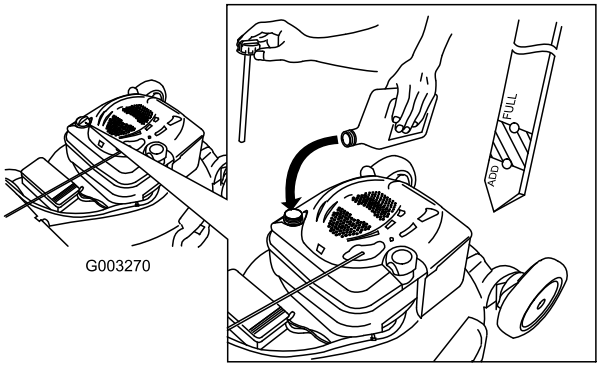

Figuur 12
1. Verwijder de peilstok uit de buis en veeg deze schoon. Schuif daarna de peilstok weer helemaal terug (Figuur 12).
2. Haal de peilstok eruit en controleer het oliepeil (Figuur 12). Als het peil onder de Bijvullen-markering op de peilstok staat, giet dan **langzaam** voldoende olie in de vulbuis totdat het peil de VOL-markering op de peilstok bereikt. **Niet te vol vullen.** (Maximale vulhoeveelheid: 0,59 l, type: SAE 30 reinigingsolie, met onderhoudsclassificatie SF, SG, SH, SJ, SL van het American Petroleum Institute (API) of hoger).